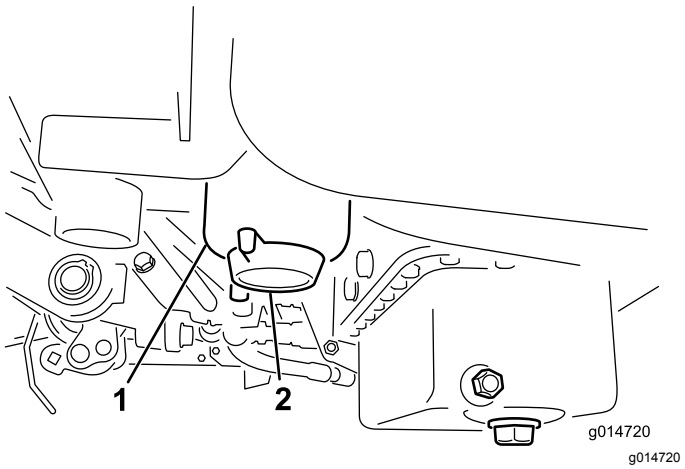

Figur 30
3. Åbn aftapningsproppen på brændstoffilteret ca. en omgang, og aftap eventuelt ansamlet vand (Figur 30).